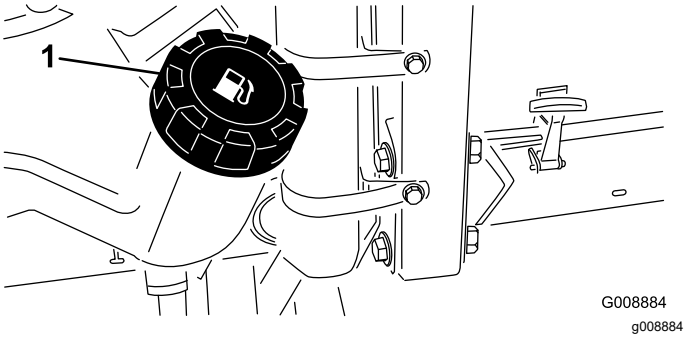

Figur 27
2. Rengør området omkring brændstoftankens dæksel (Figur 27).